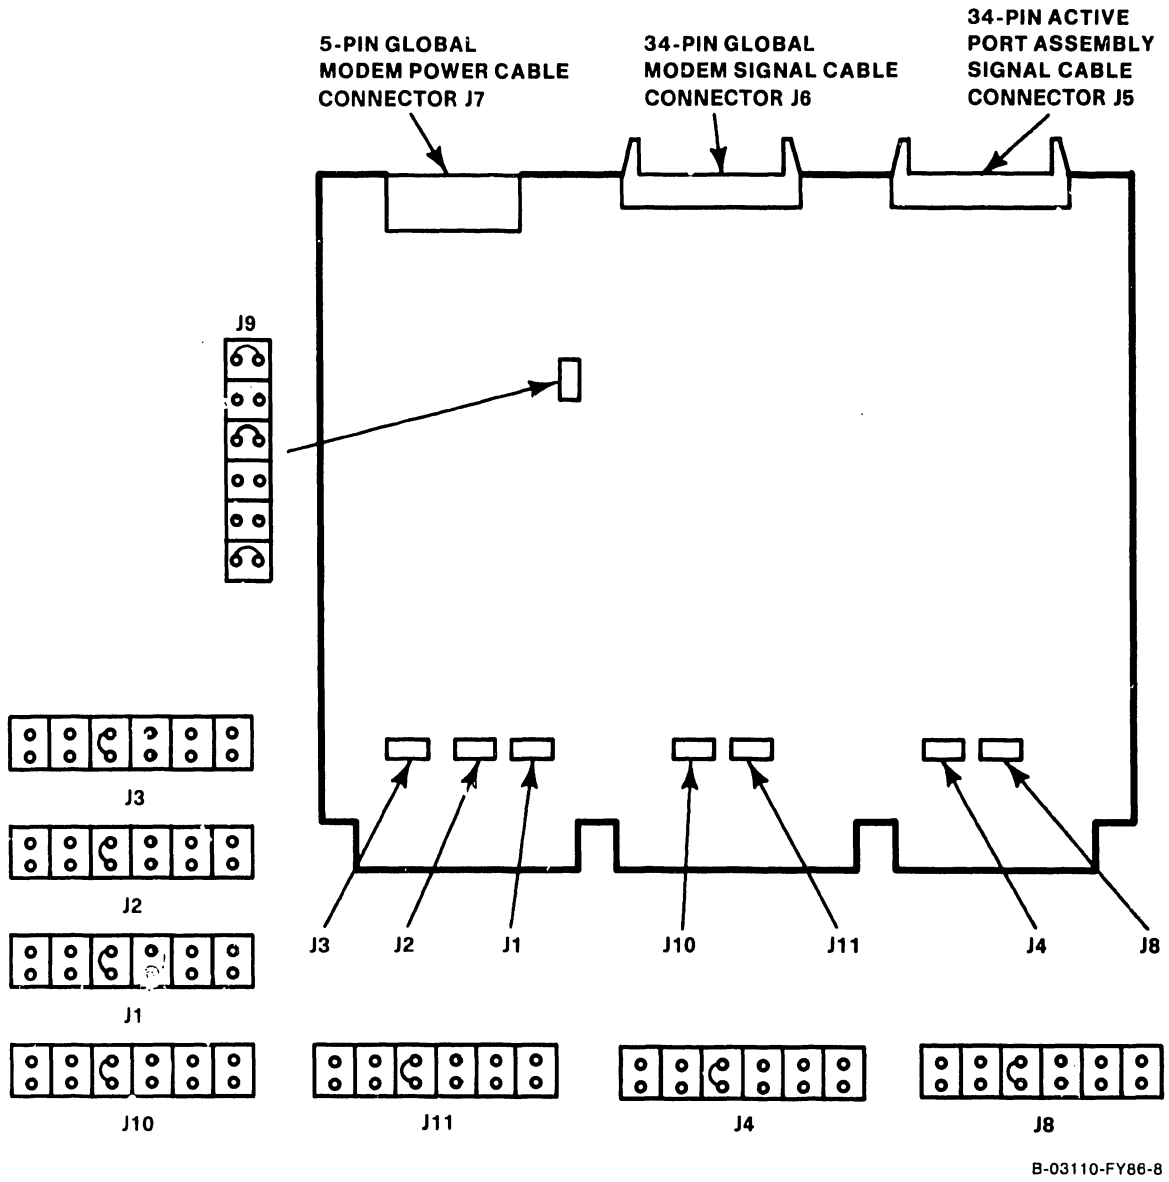

Figure 7-20. UISIO Board (210-8489) Jumper Locations/Positions
3) After checking jumper locations/positions (figure 7-20), install the new UISIO Board into the card cage.